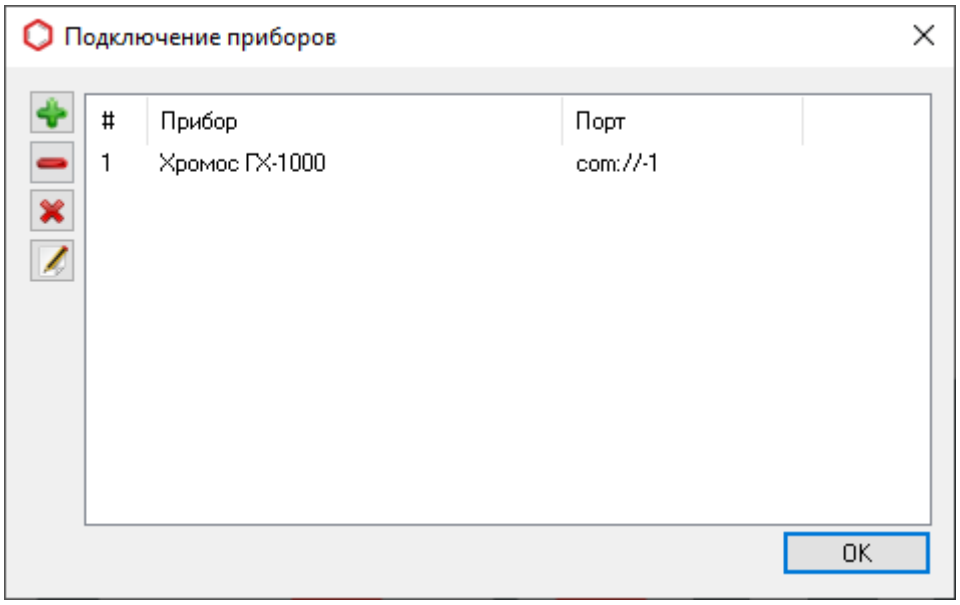

Рис. 18: Окно «Подключение приборов»
2. В меню *Приборы* выберите **Подключение...** Откроется окно *Подключение приборов* (Рис. 18):